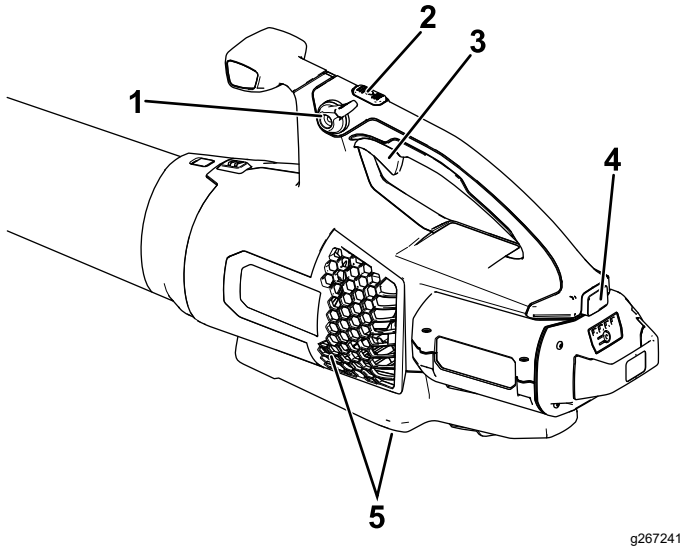

Figure 7
4. Pour mettre le souffleur en marche, serrez la gâchette de vitesse variable (Figure 7).
à appuyer sur la gâchette de vitesse variable (Figure 7).
Pour obtenir des performances optimales (débit d'air), maintenez le bouton Turbo Boost enfoncé pendant la durée souhaitée (Figure 7).
Pour régler le débit du souffleur en marche, serrez la gâchette de vitesse variable (Figure 7).
Pour maintenir le débit d'air actuel, engagez le blocage de vitesse (Figure 7).
Pour arrêter le souffleur, déverrouillez le blocage de vitesse (le cas échéant) et relâchez la gâchette de vitesse variable (Figure 7).